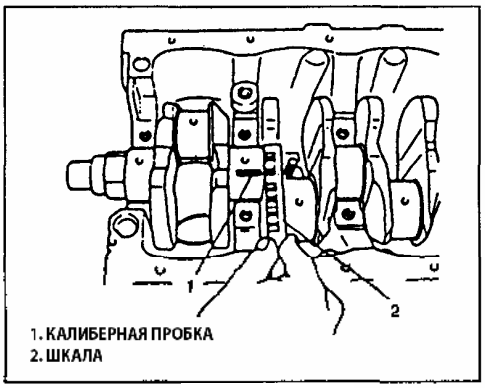

Рис. 164
5) Проверьте зазор в новом установленном подшипнике при помощи калиберной пробки. Если зазор выходит за предельное значение, установите следующий по толщине подшипник и вновь проверьте зазор в подшипнике (Рис. 164).